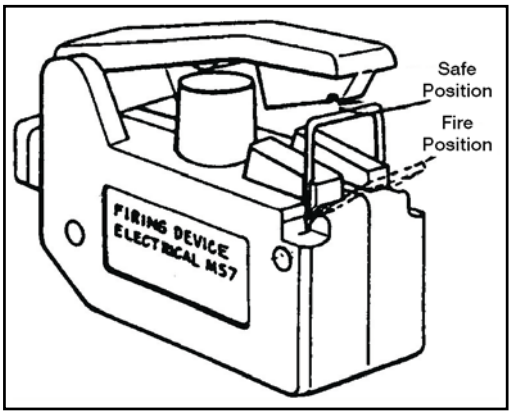

Figure 071-325-4425-13. Firing device in the SAFE position
c. Position the firing device safety bail in the FIRE position (figure 071-325-4425-13).